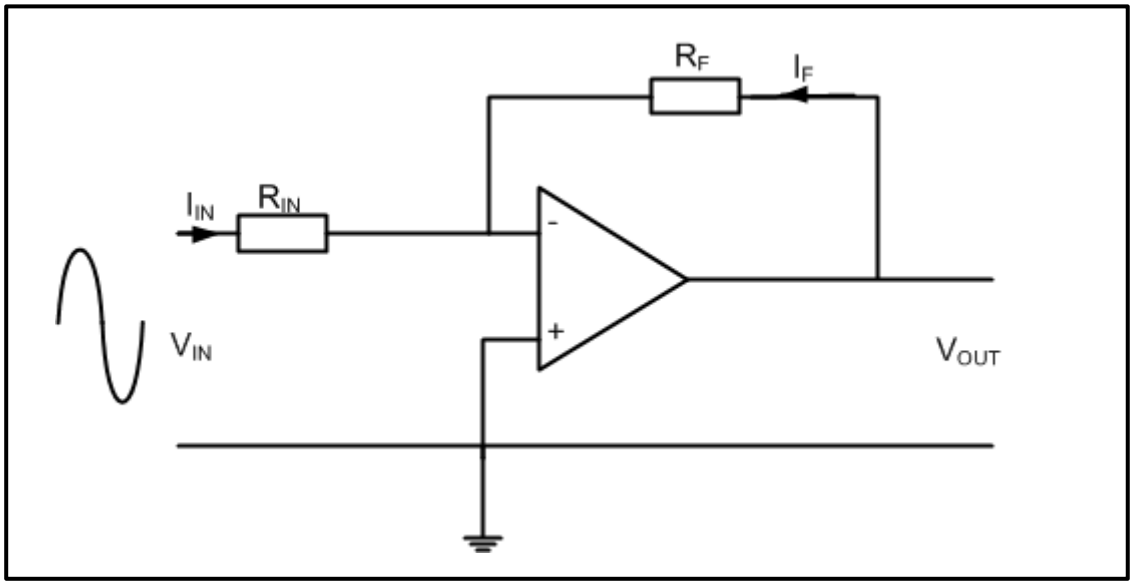

FIGURE 7.2: OP-AMP CIRCUIT
7.7 Refer to FIGURE 7.2 and answer the questions that follow.